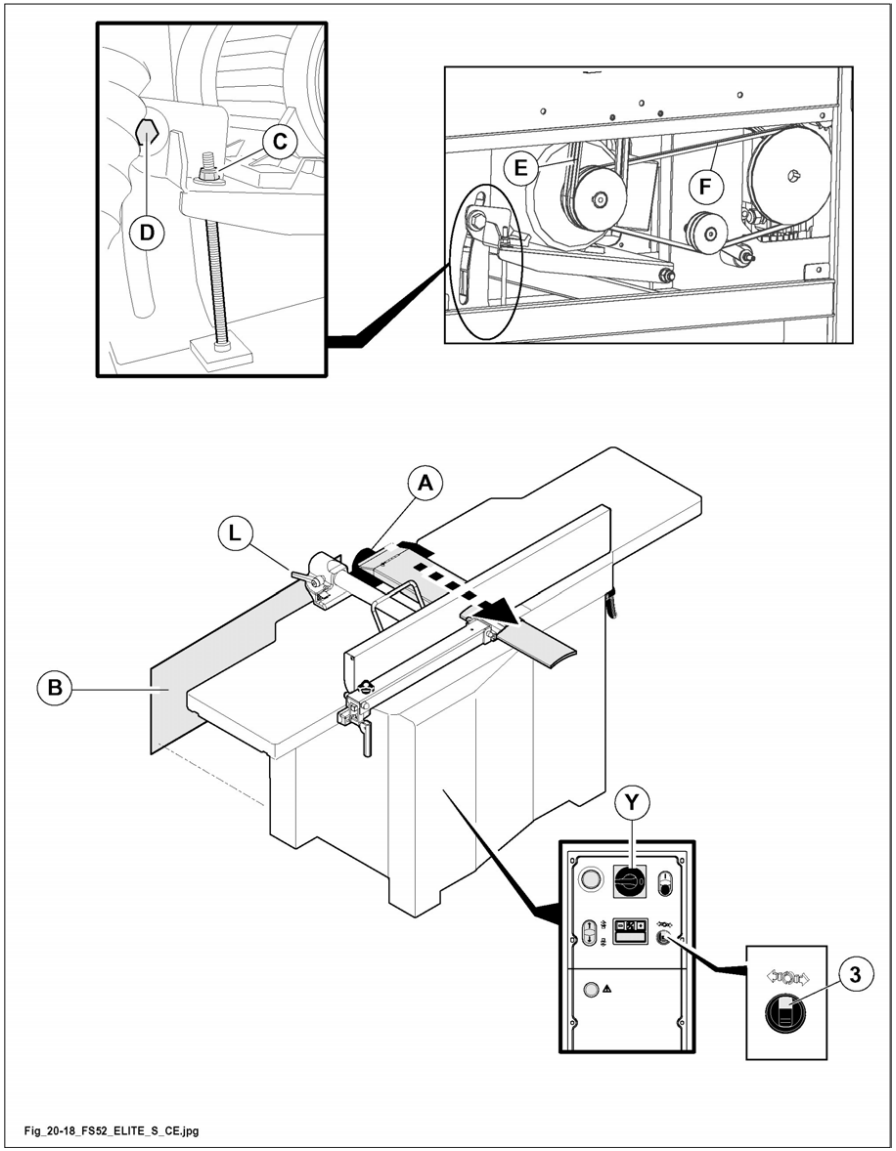

Fig. 20.18
main switch (Y fig. 20.18) is turned to I (ON).
Turn selector (3 fig. 20.18) to (brake release); unlocked motor brake, pilot lamp switched on.
loosen handle (L fig. 20.18) then move the fence totally forwards; tighten handle (L fig. 20.18).
1) Remove guards (A , B fig. 20.18).
2) Loosen screw (D fig. 20.18).
3) Loosen the nut (C fig. 20.18).
Remove the belts (E fig. 20.18) for planer motor and, if necessary, the belt (F fig. 20.18) which activates advancing device.
7) Fit guards (A , B fig. 20.18) again.
turn selector (3 fig. 20.18) to (brake locking); locked motor brake, pilot lamp switched off.
to remove safety guard (B fig. 20.18), in presence of (OPT) mortiser, it is necessary to move this upwards.